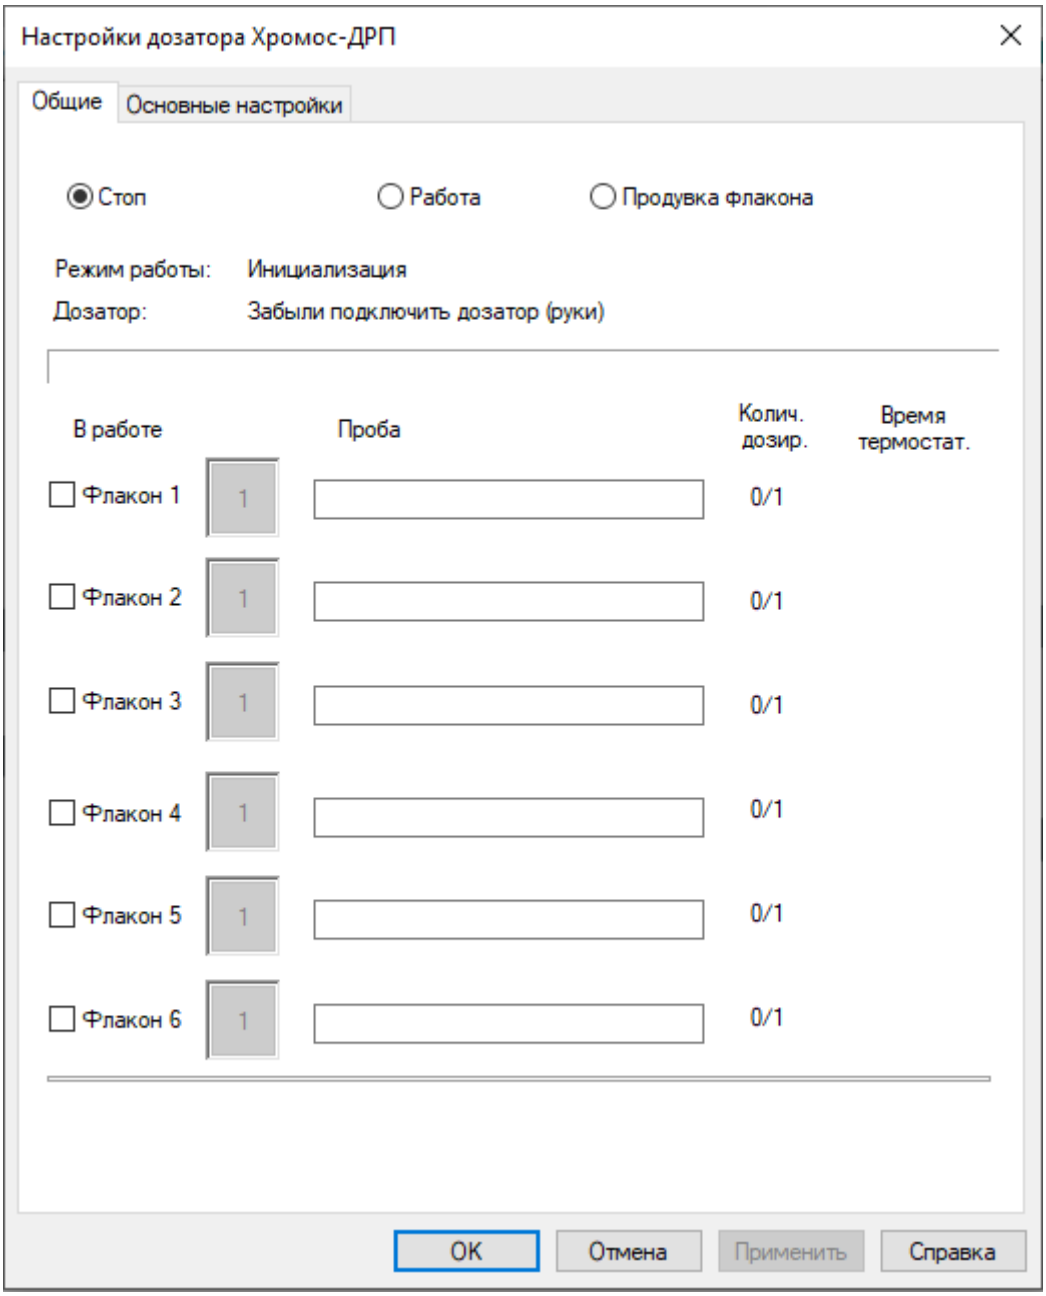

Рис. 80: Окно «Установки прибора ДРП-А > Общие»
1. В окне *Установки прибора ДРП-А* перейдите на вкладку *Общие* (Рис. 80).